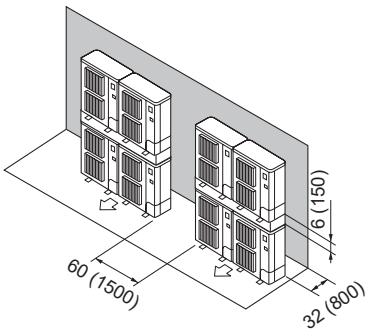

Fig. 2-18
⑦ Disposición de unidad apilada (Fig. 2-18)